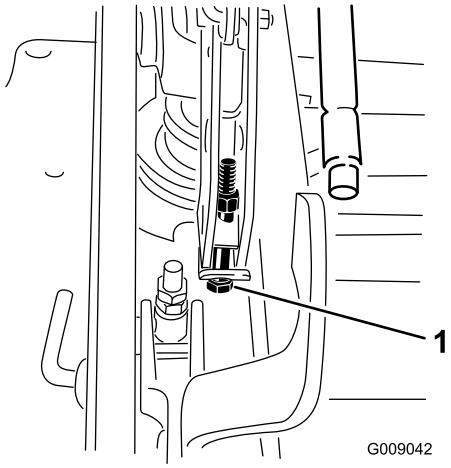

Figur 93
13. Hvis skjoldet er for lavt, skal bolten til enkeltpunktsjusteringen drejes med uret, så den strammes. Hvis skjoldet er for højt, skal bolten til enkeltpunktsjusteringen drejes mod uret, så den løsnes (Figur 93).